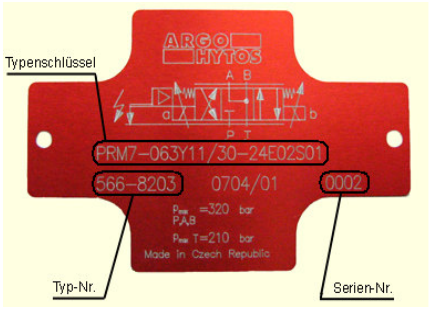

Abb. 24. Beispiel: Typenschild eines proportionalen Wegeventils
- Bei einem Verlust der ursprünglichen Konfigurationsdaten können diese aufgrund der Informationen über die Typen- und Serien-Nr. des Wegeventils wieder hergestellt werden. Die Typen- und Serien-Nr. befindet sich auf dem Typenschild des Wegeventils. (siehe Abb. 24).